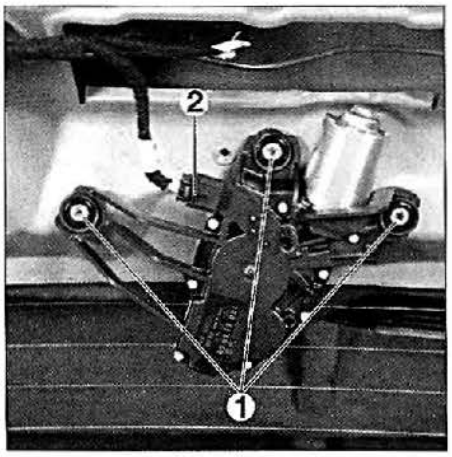

FIG. 66
- Sacar el conector (2) **(fig. 66).**
- Taladrar los remaches (1).